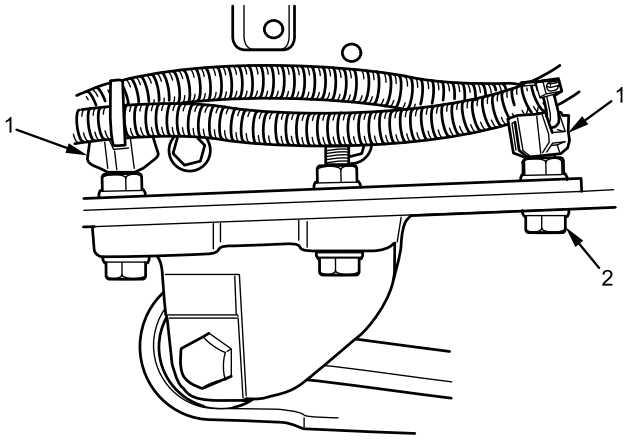

Figure 8. Cable Lock Strap Saddle Mounts on Right Side Radiator Support Crossmember Brace.
12. Install two cable lock strap saddle mounts (Figure 8, Item 1) on right side radiator support crossmember brace bolts (Figure 8, Item 2).